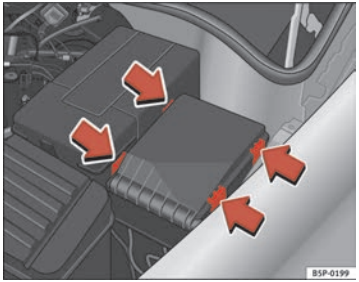

Fig. 183 Fuse box cover in engine compartment ▶
– Prise off the fuse cover in the engine compartment by pressing the tabs towards the centre of the cover ⇒ page 261, fig. 183.